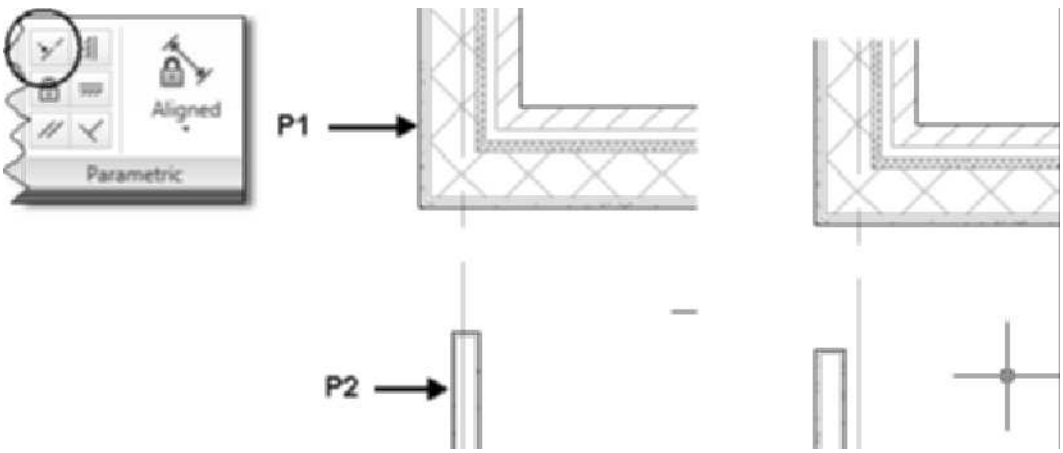

FIGURE 2.60 *Applying the Collinear constraint*
9. In this step you will use the Collinear constraint to move the interior wall to align its GWB component to the GWB component of the exterior wall. Select the exterior wall at p1 as shown in Figure 2.60 to display the Wall contextual tab.
Select first object or [Multiple]: *(Select the wall at **p1** as shown in Figure 2.60.)*
Select second object: *(Select the wall at **p2** as shown in Figure 2.60.)*